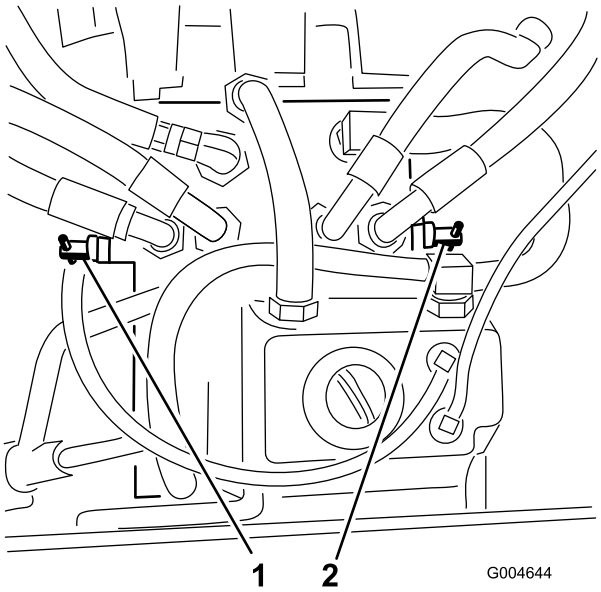

Figur 28
3. Drej hver omløbsventil én omgang mod uret (Figur 28).
Drej begge omløbsventilerne én omgang med uret, og spænd dem med håndkraft (Figur 28).